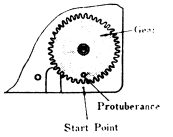

Fig. 8
(3) Insert gear to the shaft of tuning gang after setting protuberance of the gear to starting point of the bracket, as illustrated in Fig. 8.